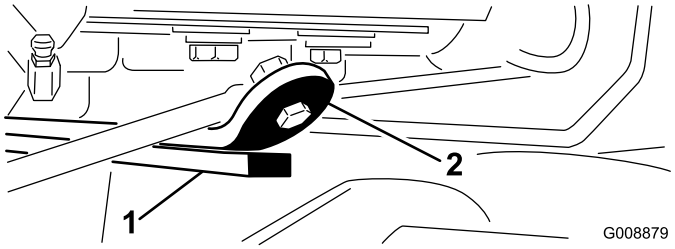

Figur 14
3. Start motoren, løft klippeenhederne, og kontroller, at afstanden mellem slidbåndet oven på slidstangen på den bageste klippeenhed og kofangerbåndet er 0,51-2,54 mm (Figur 14).